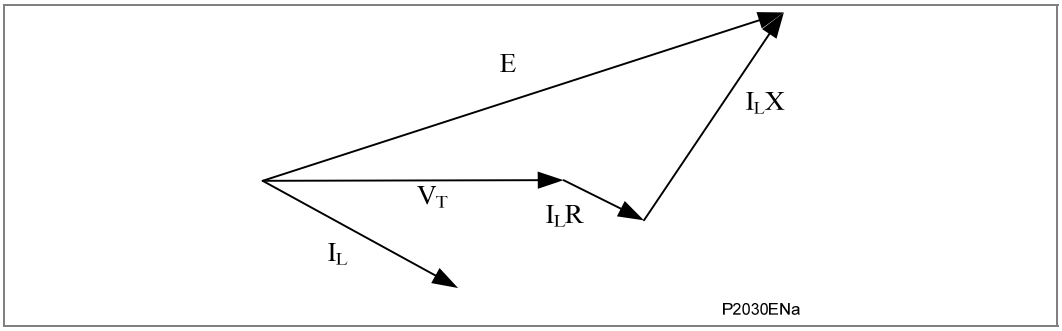
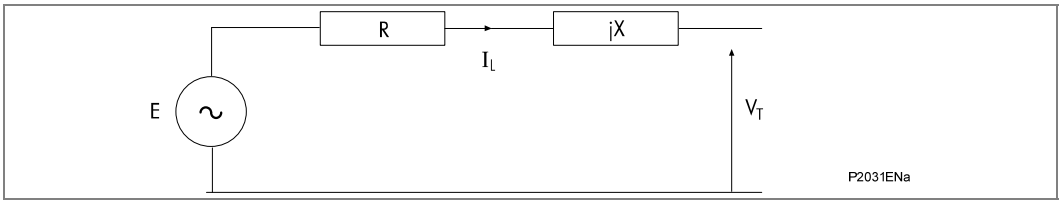
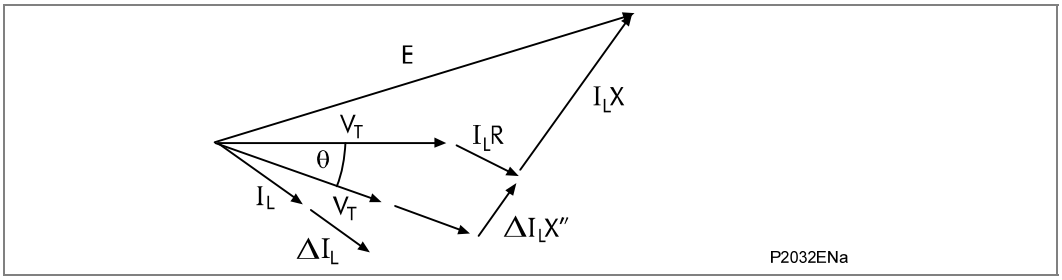

Figure 6 - Vector diagram representing steady state condition
Figure 7 - Single phase line diagram showing generator parameters
Figure 8 - Transient voltage vector change θ due to change in load current ΔIL
To understand the relation between the resulting voltage vector angle change following a disturbance and the embedded generator characteristics a simplified single phase equivalent circuit of a synchronous generator or induction generator is shown in Figure 6, Figure 7 and Figure 8. The voltage VT is the symmetrical terminal voltage of the generator and the voltage E is the internal voltage lying behind the machine impedance which is largely reactive (X). When a disturbance causes a change in current the terminal voltage will jump with respect to its steady state position. The resultant voltage